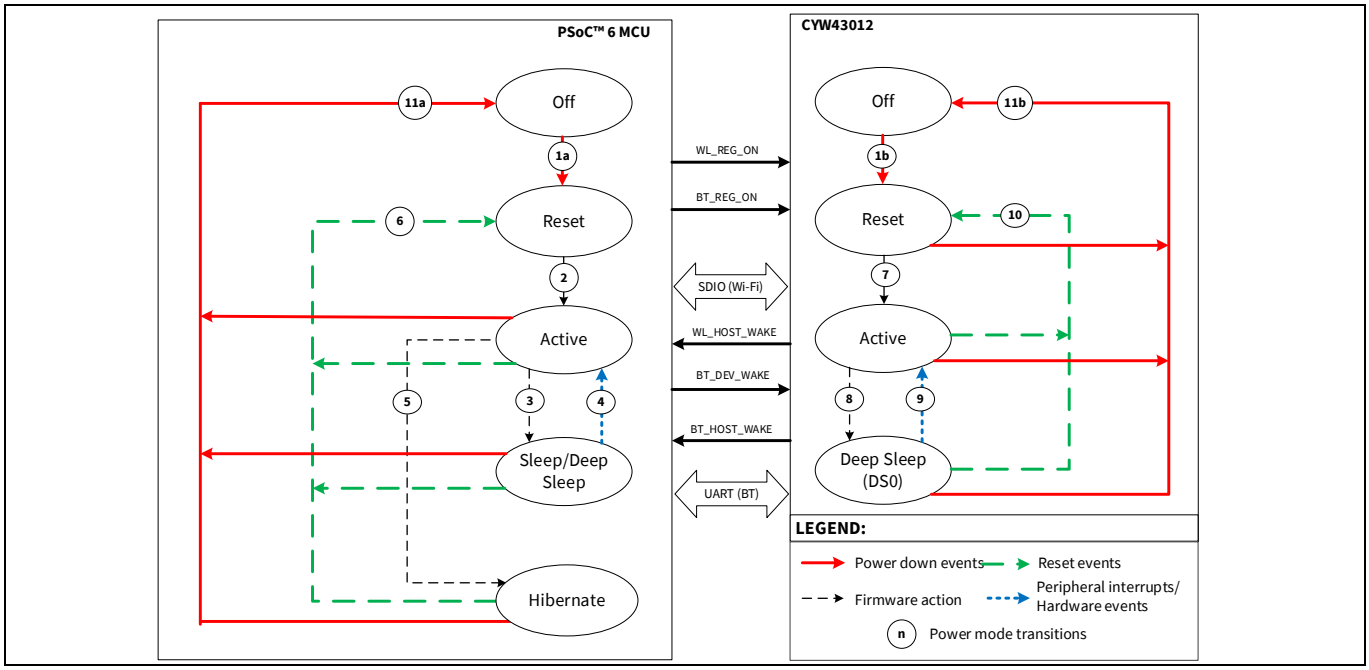

Figure 1 「PSOC™ 6 MCU[a] + AIROC™ CYW43012 Wi-Fi & Bluetooth®コンボチップ」デザインの簡略化された電力モード遷移
PSOC™ 6 MCU は、デバイス全体に影響を与えるシステムモードと、1 つの CPU のみに影響を与える標準の Arm® CPU モードに分割される 7 つの電力モードを備えています。システム電力モードは、低電力 (LP), 超低電力 (ULP), ディープスリープ, およびハイバネートです。Arm® CPU 電力モードはアクティブ, スリープ, ディープスリープであり、システム LP および ULP 電力モードで使用できます。PSOC™ 6 MCU の低電力モードと電力削減技術の詳細については、AN219528 を参照してください。Table 2 は PSOC™ 6 MCU の電力モードを要約し、PSOC™ 6 MCU および AIROC™ Wi-Fi & Bluetooth®コンボチップ デザインでの電力モードの遷移 (Figure 1) を表すための簡略化されたバージョンを規定します。